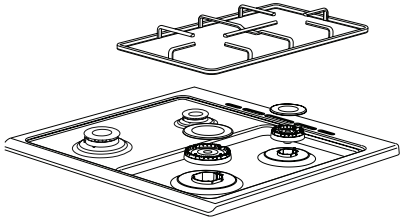

Figura 1
**1.** Levantar a grelha, a tampa do queimador e o queimador do aparelho para que o injetor fique visível (Ver figura 1).